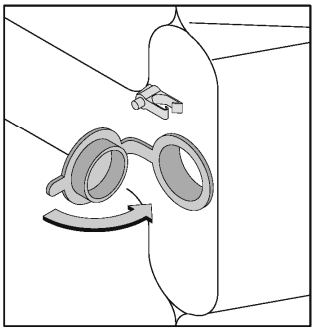

Bild 3
- die Öffnungen mit den dafür vorgesehenen Kunststoffkappen verschließen (Bild 3)